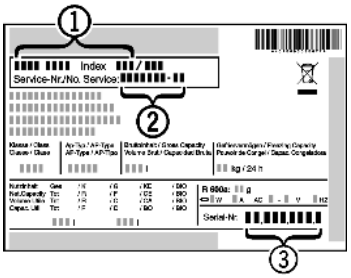

Fig. 9
▶ Relever la désignation de l'appareil *Fig. 9 (1)*, le n° de service *Fig. 9 (2)* et le n° de série *Fig. 9 (3)* sur la plaquette signalétique. Cette plaquette se trouve sur la paroi intérieure gauche de l'appareil.
▶ Informer le S.A.V. et lui communiquer la panne, la désignation de l'appareil *Fig. 9 (1)*, le n° de service *Fig. 9 (2)* et le n° de série *Fig. 9 (3)*.